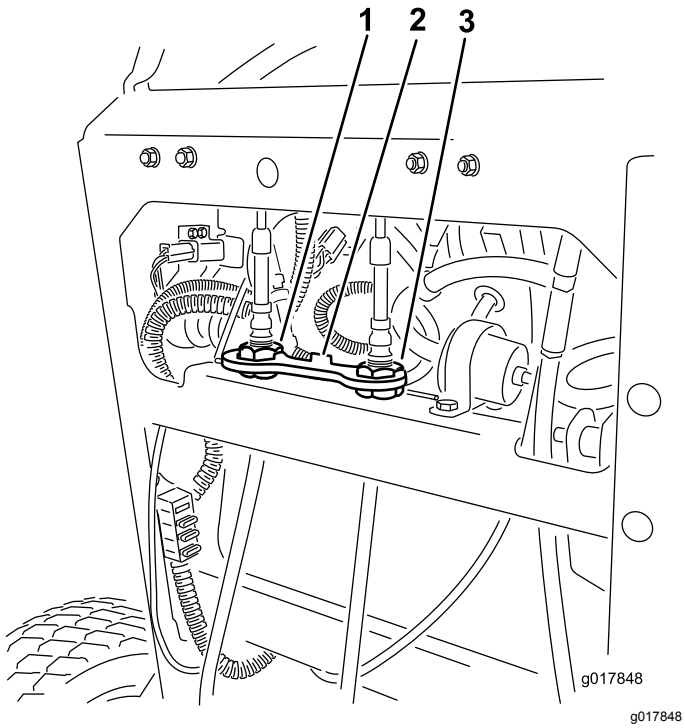

Figur 56
4. Roter høyre kabeljustering for å posisjonere høyre bevegelseskontrollspak i midten av kontrollpanelets nøytrale, låste stilling (Figur 56).